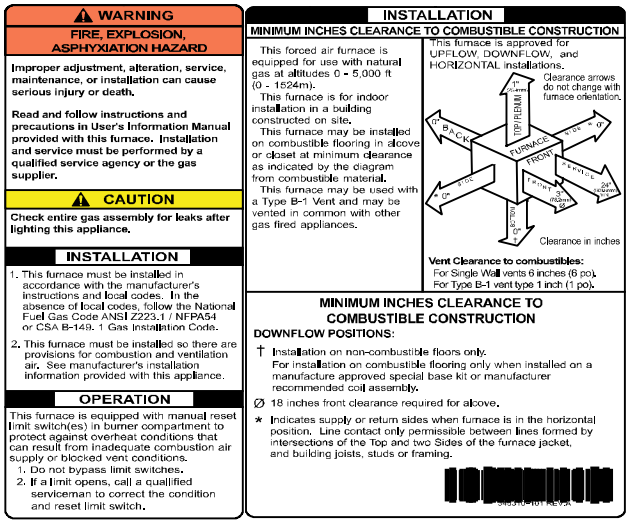

Fig. 2 - Clearances to Combustibles
11. See Fig. 2 for required clearances to combustible construction.
13. These furnaces SHALL NOT be installed directly on carpeting, tile, or any other combustible material other than wood flooring. In downflow installations, factory accessory floor base MUST be used when installed on combustible materials and wood flooring. Special base is not required when this furnace is installed on manufacturer's approved coil assembly or a manufacturer's coil casing box is used. See Fig. 2 for clearance to combustible construction.